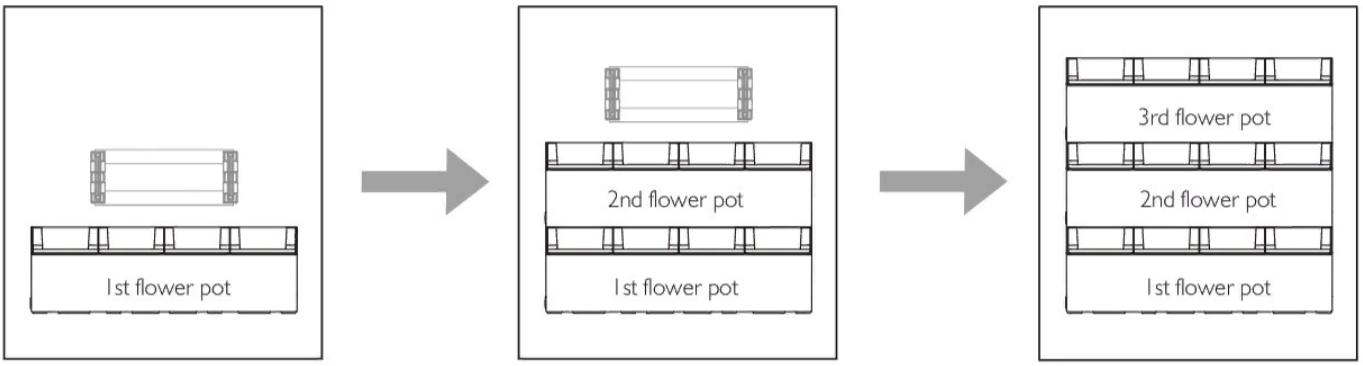

Рис. 14.1
- Начните с установки монтажных кронштейнов самого нижнего уровня, затем оденьте на кронштейн корпус фитомодуля. Убедитесь в том, что нижний модуль надежно закреплен, прежде чем начать установку верхнего модуля. См . (рис.14.1)